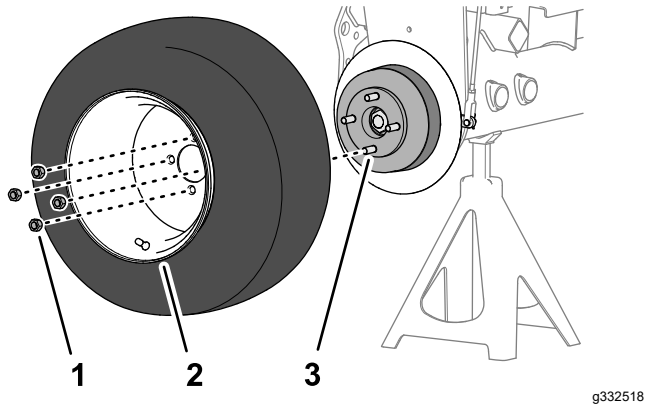

Figur 75
1. Monter hjulet til navet med de fire hakemutterne (Figur 75), og stram til hakemutterne for hånd.